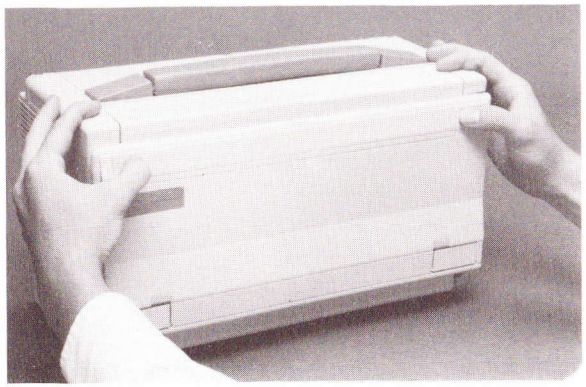

Abb. 2-3: Entriegeln der Tastatur
3. Schieben Sie die Tastaturriegel nach innen (Abb. 2-3).